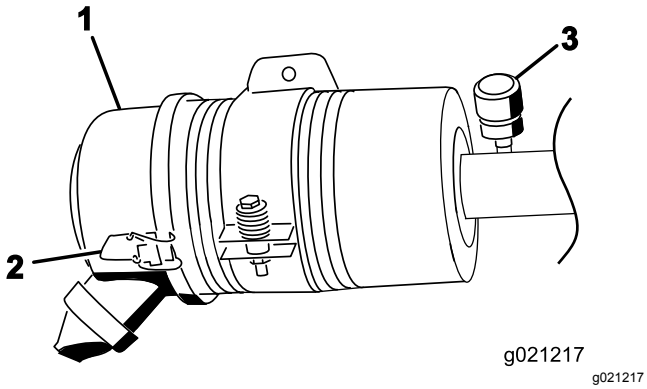

Figur 72
Utför service på luftrenarfiltret bara när serviceindikatorn anger att det krävs (Figur 72). Om du byter luftfiltret tidigare ökar det risken för att smuts kommer in i motorn när filtret tas bort.
1. Lossa spärrhakarna som fäster luftrenarkåpan på luftrenarhuset (Figur 72).